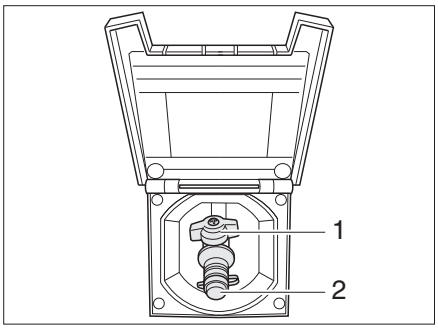

Fig. 79 External gas connection, gas isolator tap closed
The external gas connection (Fig. 79) is located at the rear or to the left or right of the vehicle depending on the model.
- Connect the external gas device to the connection point (Fig. 79,2).
- Open the gas isolator tap (Fig. 79,1).